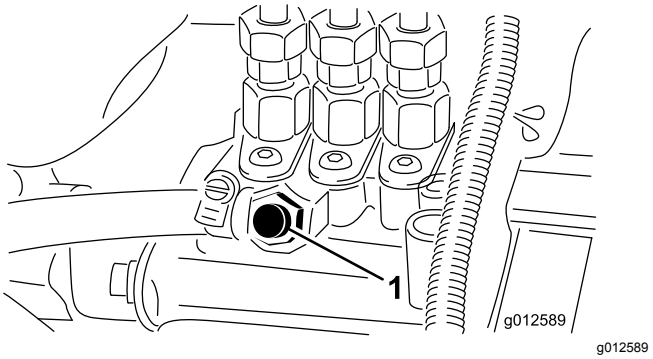

Figuur 31
5. Draai de ontluchtschroef op de brandstofinjectiepomp open (Figuur 31).